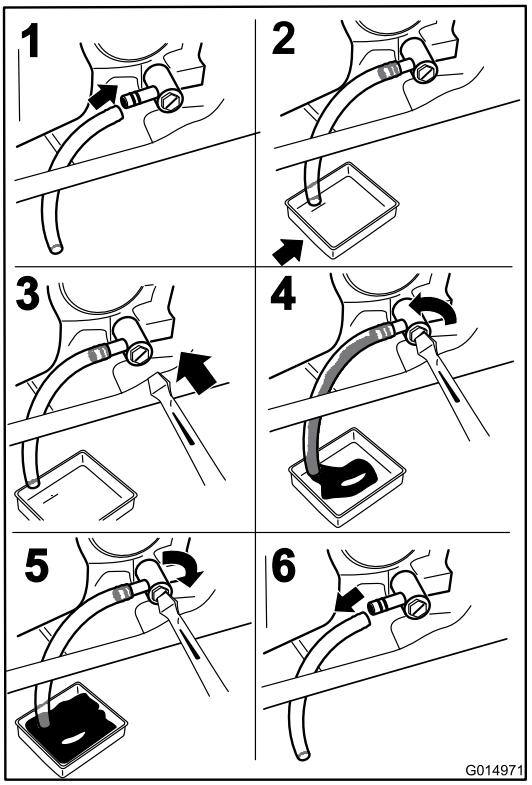

Figuur 37
4. Zet de motor af, verwijder het contactsleuteltje en wacht totdat alle bewegende onderdelen tot stilstand zijn gekomen voordat u de bestuurderspositie verlaat (Figuur 37).